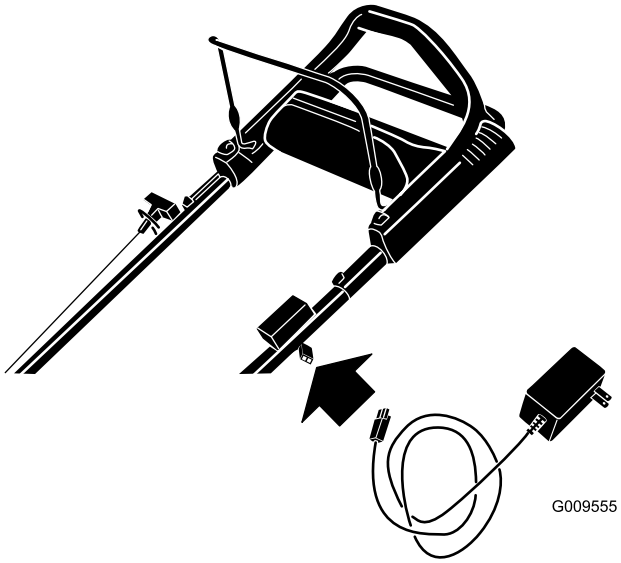

**Figuur 37**
1. Sluit de acculader aan op de kabelboom van de machine, die zich onder het contactsleuteltje bevindt (Figuur 37).